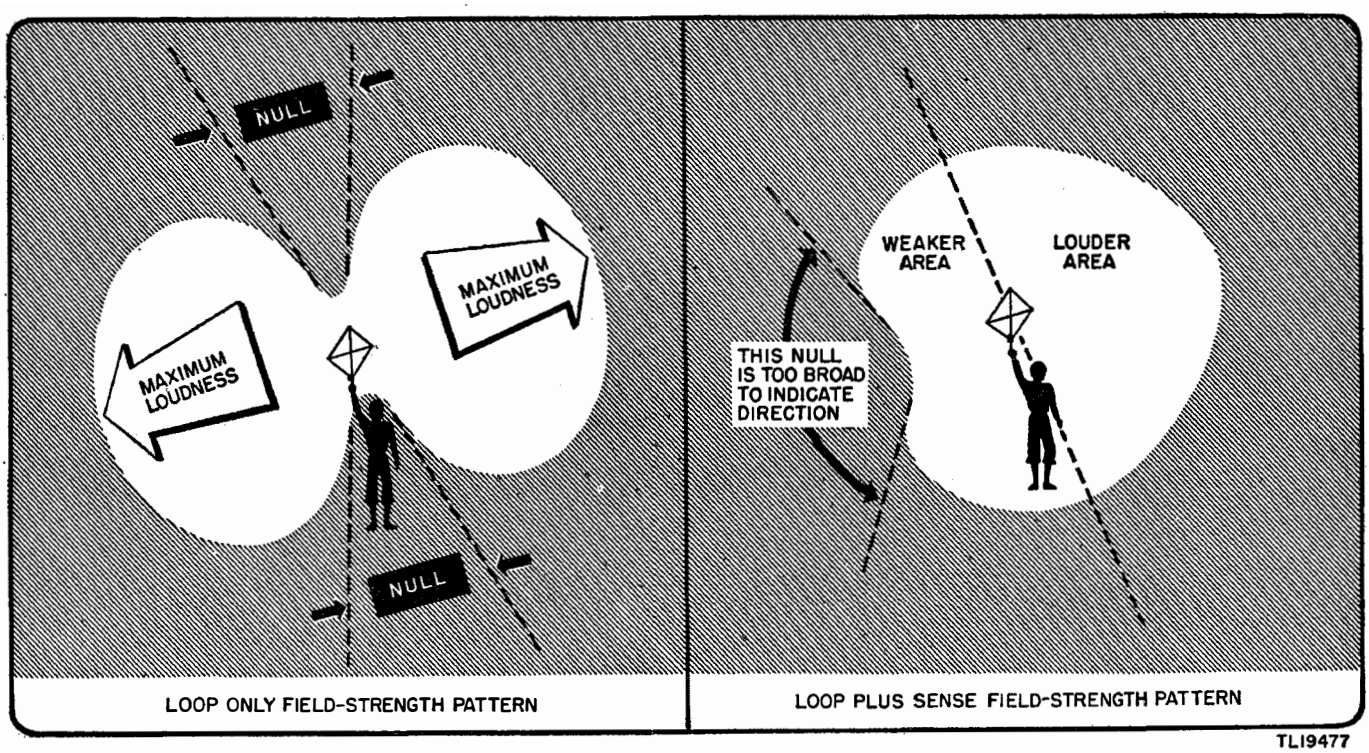

Figure 42. Directional antenna, field strength patterns.
the correct direction of the desired transmitter and the exact reverse of this direction, a vertical antenna may be used to add or subtract signal voltages with different phase relationships to the two sides of the loop. With Homing Modification Kit MC–619, the operator's body serves as the vertical sense antenna when contact is made by the operator's thumb with the sense button on the antenna frame. This results in a heart-shaped cardioid field-strength pattern with a single broad null and a single broad maximum (fig. 42) which is suitable for solving the double null obtained with the loop, but too inaccurate for obtaining a true bearing.
a. Loop Antennas. The directional properties of a loop antenna are such that maximum pick-up is obtained when one of the edges is pointed toward the transmitter, and minimum when the flat loop is broadside to the transmitter. (See fig. 42.) This results in a figure-8 field-strength pattern. Null points of minimum or no signal, rather than points of peak or maximum signal, are used to indicate direction, because the rate of change of signal intensity is greater near the null than at the points of maximum pick-up. Thus the center of a null is more easily recognized than the exact center of a loud signal.